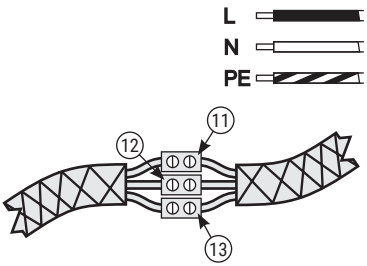

Рис.3
4.2.5. Соединить провода полотенцесушителя с проводом из стены с помощью клеммных колодок (рис. 3).
4.2.6. Провод заземления модуля имеет желто-зеленый цвет и желтый клеммник (рис. 3 «13») фаза (L) - черный цвет и черный клеммник (рис. 3«11»), ноль (N) - синий цвет и синий клеммник (рис. 3 «12»).